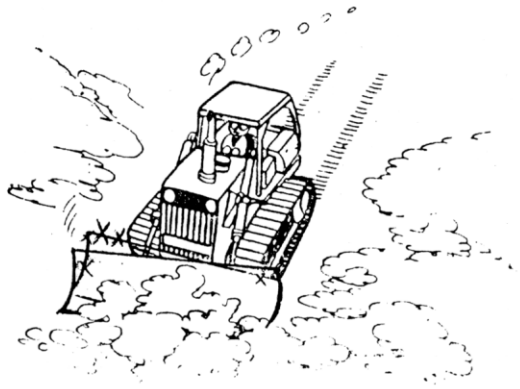

Рис. 3-3.
3.4. Работа бульдозером (Рис. 3-3).